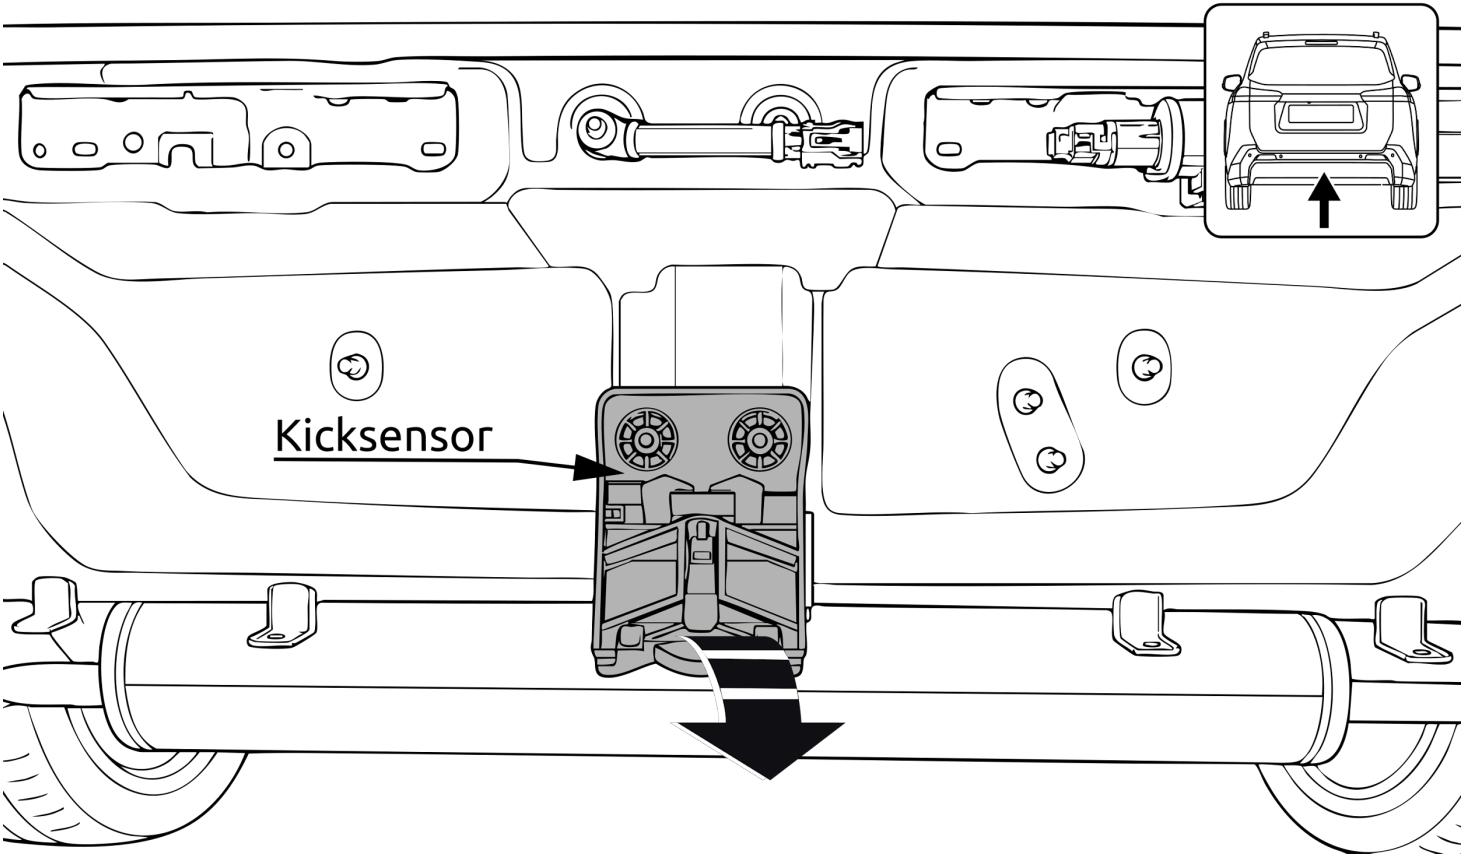

Fig. 2
2. Внимание, если имеются: Демонтируйте парковочный датчик. См. рисунок 2